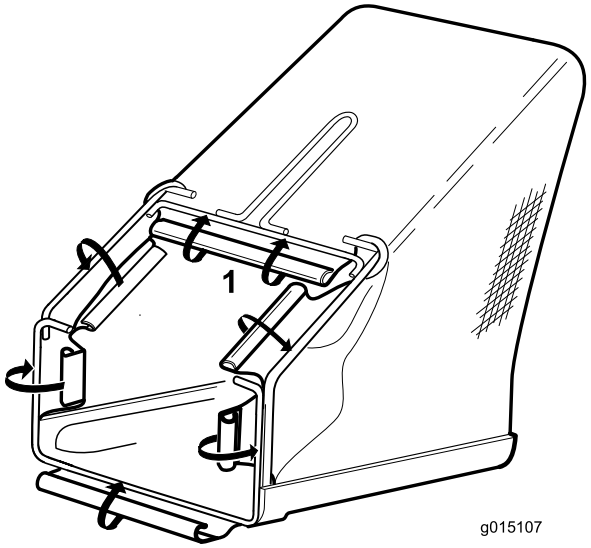

Figur 4
2. Börja vid handtaget och fäst gräsuppsamlarens sex plastklämmor på trådramen (Figur 4).